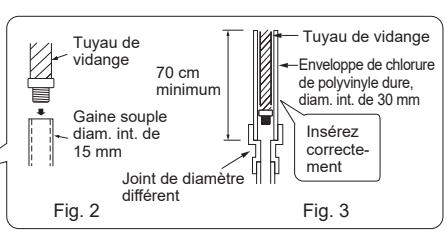

Fig. 2 Fig. 3
- Si le tuyau de vidange fourni avec l'unité interne est trop court, connectez-le au tuyau de vidange (J) se trouvant dans le local d'installation. (Fig. 2)
- Utilisez du ruban adhésif ou autre pour sceller la connexion entre le flexible de vidange du produit et la rallonge du tuyau de vidange (16 mm de diamètre interne) (J).